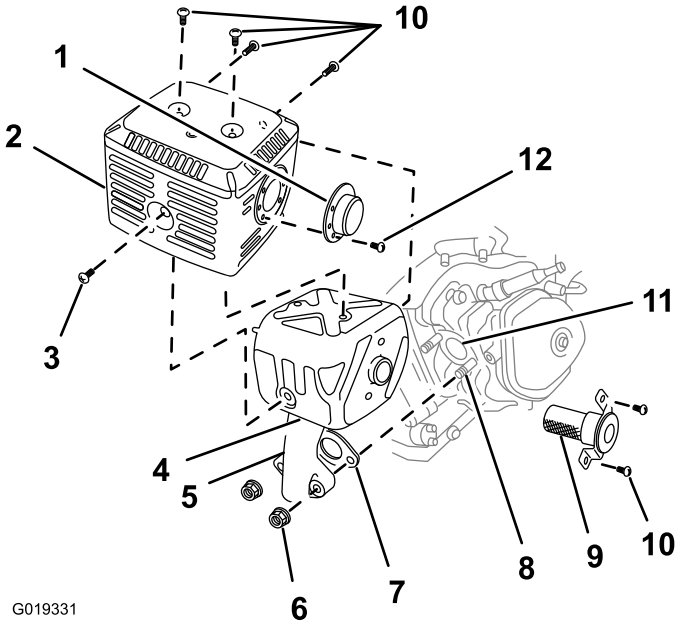

Figura 56
2. Retire las 2 tuercas (8 mm), y retire el silenciador del cilindro (Figura 56).
3. Retire los 3 tornillos (4 mm) del deflector del escape, y retire el deflector (Figura 56).
4. Retire los tornillos (5 mm y 6 mm) del protector del silenciador y retire el protector del silenciador (Figura 56).
5. Retire el tornillo (4 mm) del parachispas, y retire el parachispas del silenciador (Figura 56).